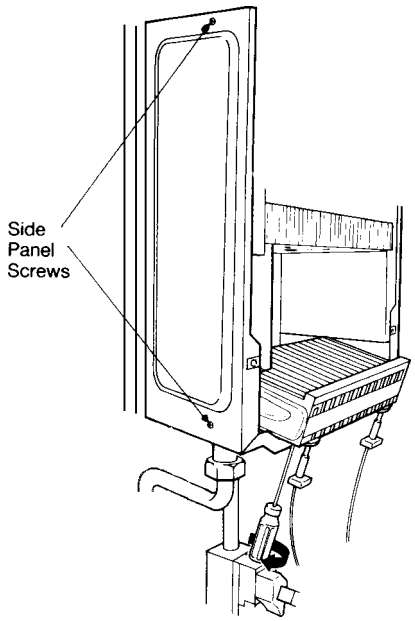

Fig. 27
Refer to fig. 27 & 28
8.6.5 Release electrode retaining screws & carefully remove electrodes fig. 27.
Note: If difficulty is found in relocating the burner securing screws, easier access can be gained by removing the two side panels fig. 27.
8.8.5 Remove both side panels, 2 screws each fig. 27